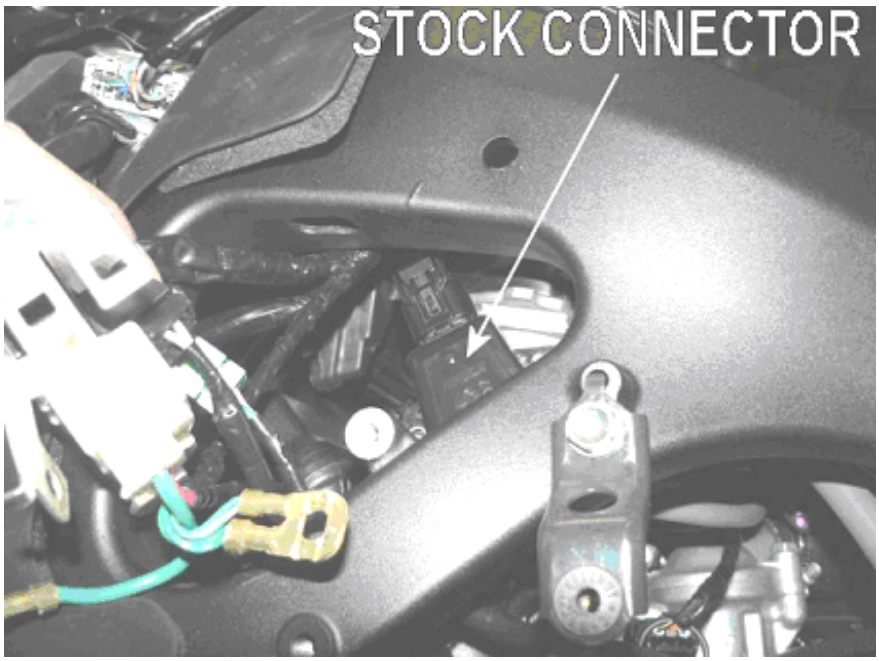

Fig.8
10. Folgenden schwarzen Verbinder ausfindig machen drei Pole (**Fig.8**).